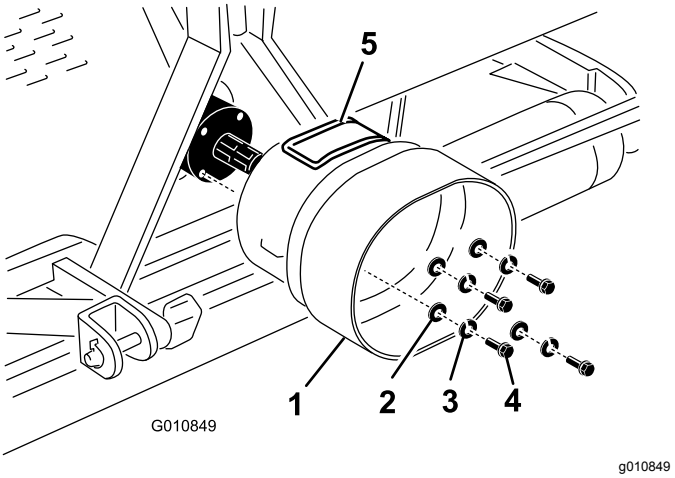

Figur 22
1. Ta bort de fyra skruvarna, låsbrickorna och planbrickorna som är fästa på baksidan av luftarens växellåda (Figur 22).
2. Montera kraftuttagsskyddet på luftarens växellåda med fästelementen som du tog bort tidigare (Figur 22). När du monterar kraftuttagsskyddet ska du se till att åtkomstpanelen (Figur 22) är placerad ovanför eller på sidan om den beroende på luftarens ramkonfiguration.
Obs: Du kan öppna åtkomstpanelen (Figur 22) så blir det lättare att ta bort och sätta dit fästelementen för kraftuttagsaxeln.